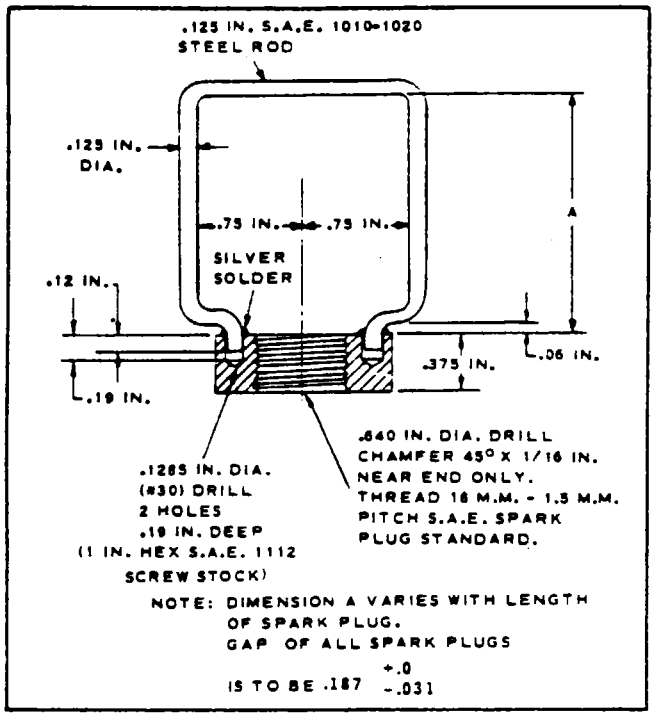

Figure 13-10. Spark Plug Fixture
1. A spark gap of .156 to .187 of an inch. A convenient means of arranging the correct spark gap is to install a spark plug, P/N 39D18, in a text fixture arranged to provide a ground electrode and a .156 to .187 of an inch spark gap. Refer to Figure13-10 for information on fabricating the fixture.
Any one of several spark plugs may be used with the spark plug fixture detailed in Figure 13-10.However, the "A" dimension in that sketch must be varied with the length of spark plug electrode to provide a gap of .156 to .187 of an inch for all spark plugs.